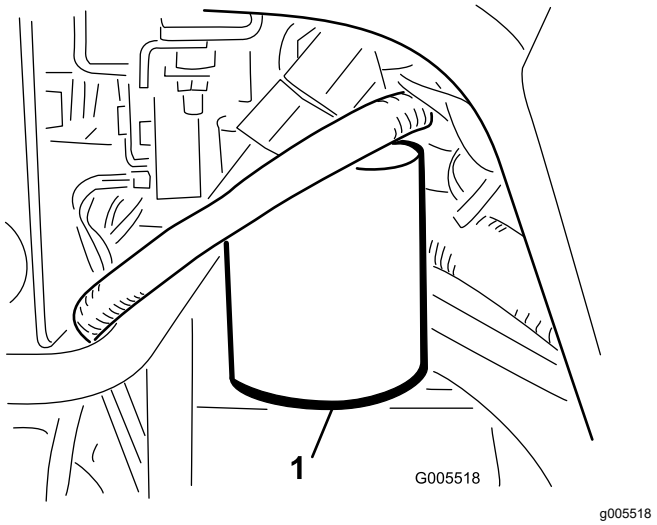

Figura 58
1. Limpie la zona de montaje del filtro (Figura 58). Coloque un recipiente debajo del filtro y retire el filtro.